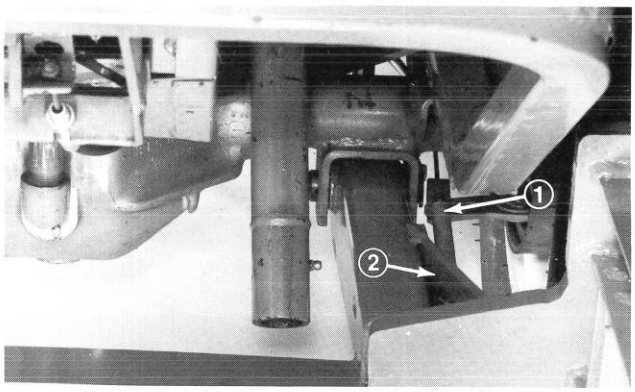

Figure 3
4. Remove cotter pins from clevis pins holding brake struts and yokes together, and discard the cotter pins. Keeping clevis pin in place, install short end of spring into hole in clevis pin to retain parts together. Connect other end of springs to slotted holes in frame. (Fig. 3).